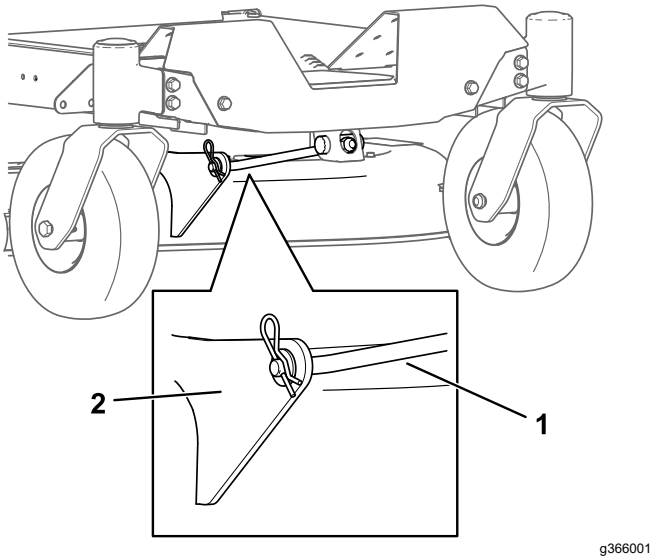

Figur 72
5. Fjern hårnålssplinten fra fremre støttestang, og fjern stangen fra braketten på klippeenheten (Figur 72).
8. Fest fremre støttestang til klippeenheten med splittpinnen og hårnålssplinten (Figur 72).